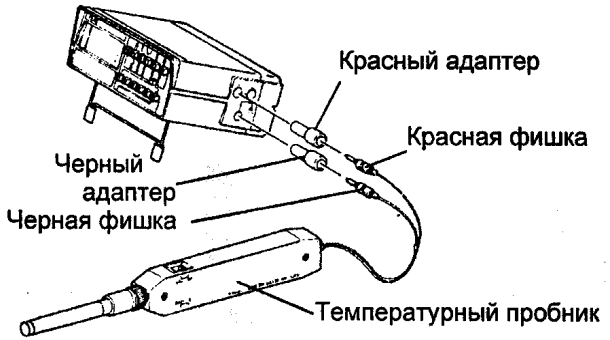

Рис. 2 Соединение температурного пробника с цифровым тестером
2. (РИС. 2): ПОДКЛЮЧИТЕ ПРОБНИК К ЦИФРОВОМУ ТЕСТЕРУ.